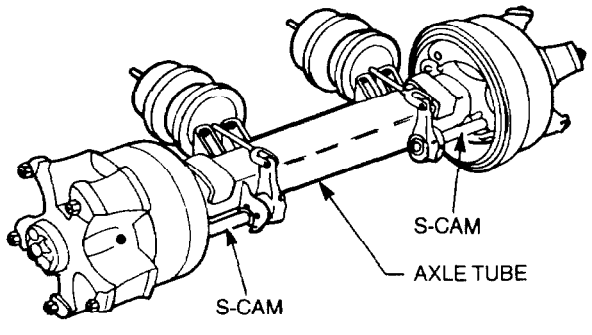

Figure 5 — Axle Assembly
18. The axle tube is formed from a square section steel billet approximately 127 mm (5 in.) across the flats and an overall length of 2086 mm (82.125 in.). Brackets are welded to the axle tube to allow the S-cam shafts and brake chambers to be mounted in a cams-front situation (see Fig. 5). A backing plate is welded to the tube to act as a mounting bracket for the brake shoes.